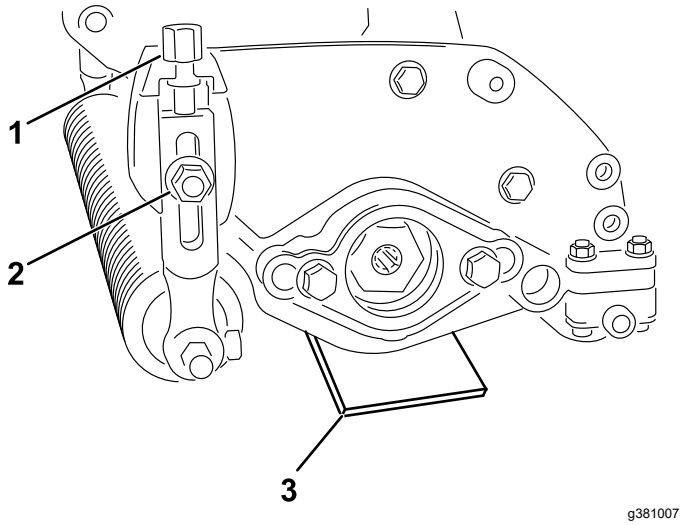

Figura 8
2. Posizionate una barra indicatrice (dello spessore dell'altezza della lama sopra il terreno desiderata) sotto ciascuna estremità del dispositivo anti-feltro (Figura 8).
3. Tenendo i rulli a contatto con la superficie piana, allentate entrambi i dadi flangiati (Figura 8).
4. Ruotate i bulloni di regolazione dell'altezza di taglio finché entrambe le estremità dell'elemento anti-feltro non sono vicine alla superficie piana (Figura 8).